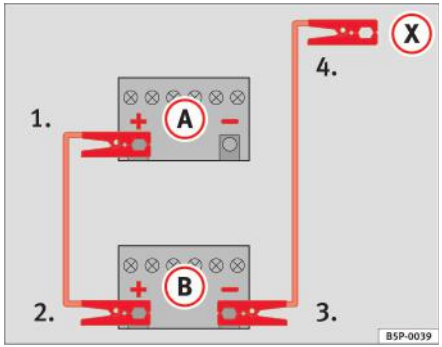

Fig. 180 Modul de conectare a cablurilor pentru pornirea asistată
În imaginea ⇒ fig. 180 (A) este prezentată bateria descărcată, iar în imaginea (B) este prezentată bateria încărcată.
1. Conectați unul din capetele cablului roşu la borna pozitivă ⇒ fig. 180 (+) a automobilului cu bateria descărcată ⇒ ⚠.
4. Conectați celălalt capăt al cablului negru (X) la o piesă din metal solid fixată pe blocul motor sau chiar pe blocul motor al automobilului cu bateria descărcată. Nu conectați cablul într-un punct aflat în apropierea bateriei ⇒ ⚠.